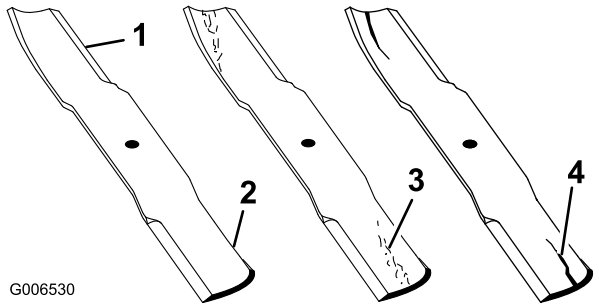

Bild 76
1. Untersuchen Sie die Schnittkanten (Bild 76). Entfernen und schärfen Sie die Messer, wenn die Schnittkanten nicht scharf sind oder Auskerbungen aufweisen. Siehe Schärfen der Messer“.
2. Prüfen Sie die Schnittmesser, insbesondere den gebogenen Bereich. Wenn Sie Risse, Verschleiß oder Rillenbildung in diesem Bereich feststellen, sollten Sie sofort ein neues Messer einbauen (Bild 76).